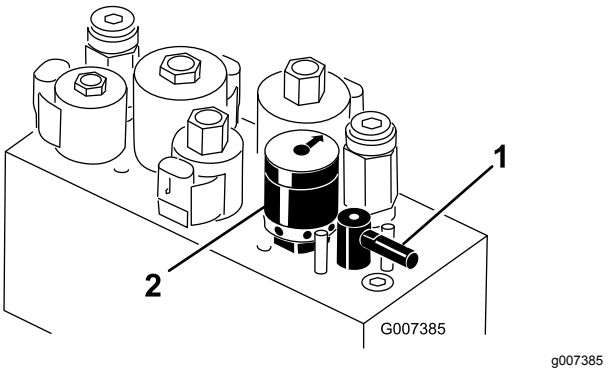

**Figur 57**
4. Vrid slipningsspaken till läget R (Figur 57).
5. Vrid cylinderhastighetsreglaget till inställningen 1 (Figur 57).